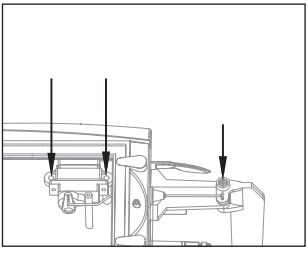

Bild 4
4. Montieren Sie das Servo in seinem dafür vorgesehenen Platz, und befestigen dieses mit dem Servohalter und Halteschrauben (Bild 4).